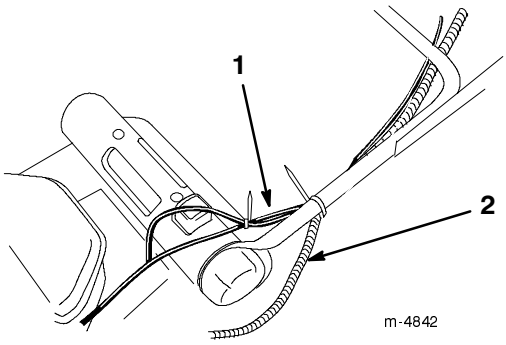

**Figura 3**
**Nota:** Verificate che i cavi e la guaina elettrica siano infilati come illustrato nella Figura 3.